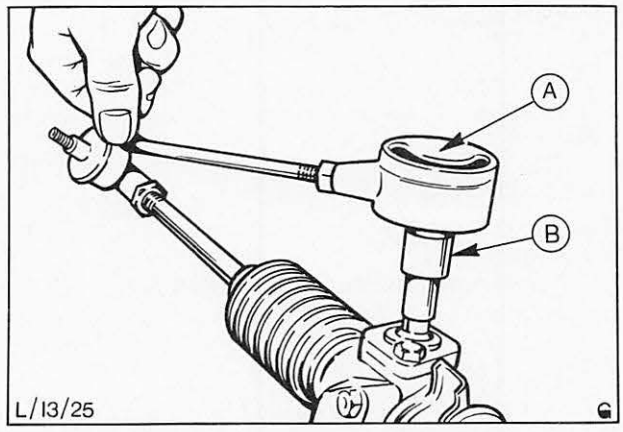

Abb. 42 Ritzeldrehmoment messen
24. Das zum Drehen des Ritzels erforderliche Drehmoment messen. Abb. 42.